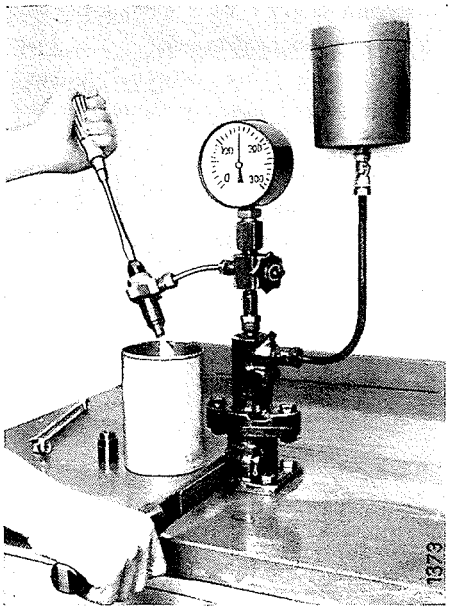
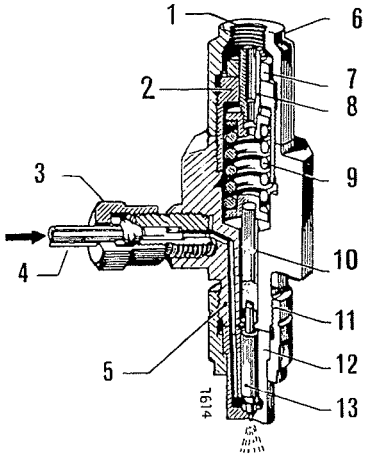

Bild 169
Bild 170
Einspritzdüse in die gesäuberte Überwurfmutter des Düsenhalters einsetzen und an den Düsenhalter fest anschrauben. Den Abspritzdruck der Düse mit einer „Bosch"-Düsenprüfvorrichtung EF 8040 prüfen, Bild 169.
Der Abspritzdruck soll 150 atü betragen. Die Prüfvorrichtung in Tätigkeit setzen und den Einspritzdruck am Manometer ablesen, während die Düse durch Nachregeln der Einstellschraube (8), Bild 170, auf den Einspritzdruck von 150 atü eingestellt wird, Bild 169.